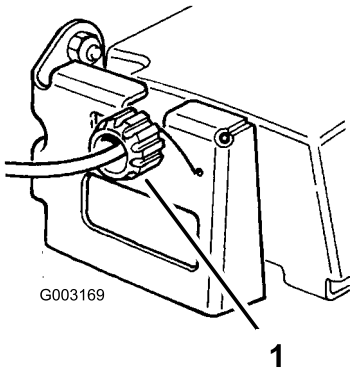

Bild 27
2. Drehen Sie das Einstellrad um eine halbe Umdrehung nach rechts, wenn der Rasenmäher seinen Selbstantrieb verloren hat. Wenn der Rasenmäher vorwärts kriecht, stellen Sie das Einstellrad eine halbe Umdrehung nach links, um den Riemen zu lösen (Bild 27).